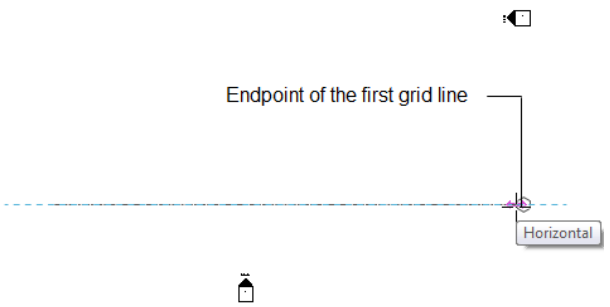

Figure 3-57 *The location for the endpoint of the first horizontal grid line*
4. Move the cursor horizontally to the right and click when it reaches a point below the **East** elevation arrow; refer to Figure 3-57 for location.